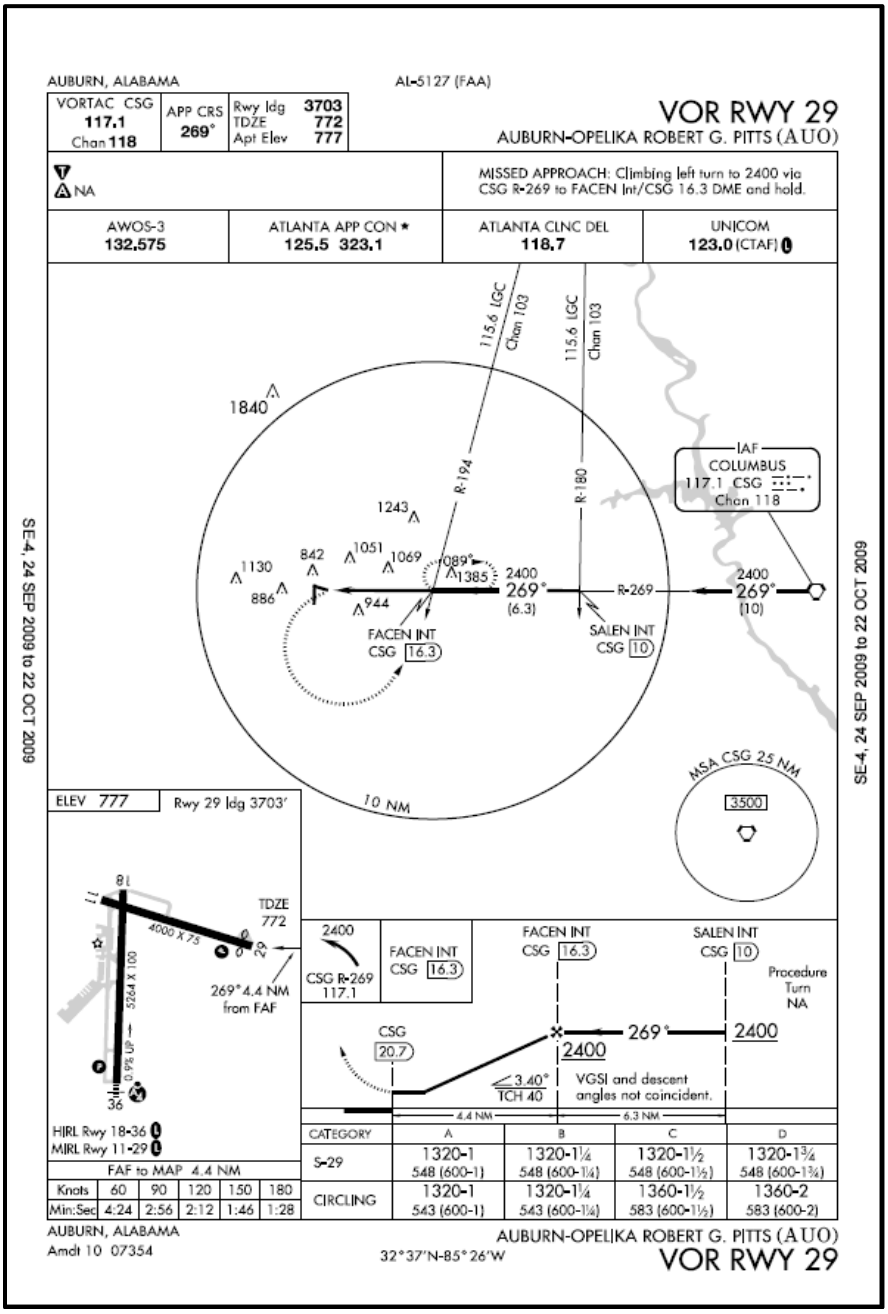

Figure 8-13 VOR RWY 29 (KAUO)
1. Approaches that have the IAF aligned with the final approach course (IAF "CSG" in Figure 8-13).
Straight-in approaches may display an arrival holding pattern at the IAF. Fixes along the approach defined by distance will require TACAN, VOR/DME, or a GPS waypoint. Some approaches provide intersections formed by radial cuts from another facility to provide fix information. See SALEN or FACEN intersections on the VOR RWY 29 (KAUO), Figure 8-13.